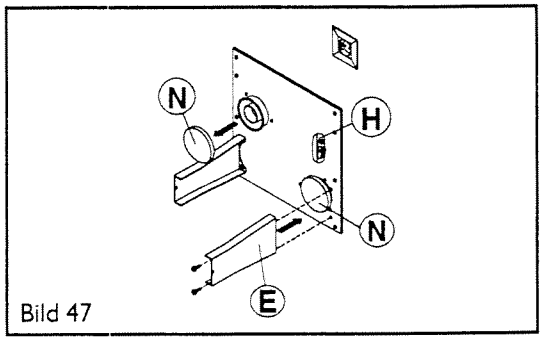
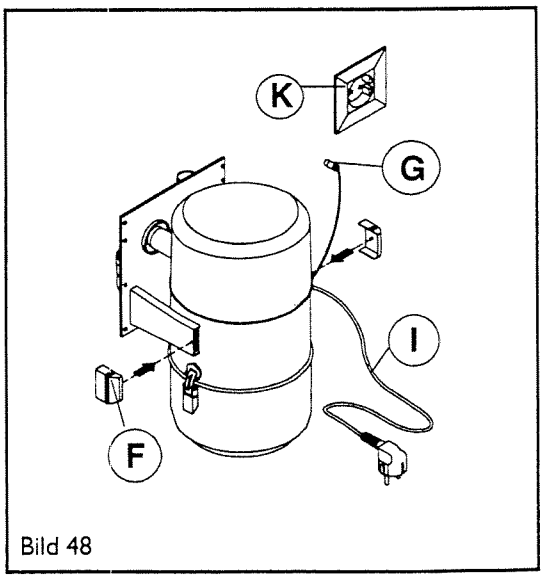

Bild 47
Bild 48
Tragarme (E) an der Montageplatte befestigen (Bild 47). Schrauben fest anziehen und Muffenabdeckungen (N) von der Ansaug- und Ausblasmuffe abnehmen.
Die Zentraleinheit mit den Halterungen (F) am Ende der Tragarme endgültig arretieren (s. Bild 48).
An der Zentraleinheit (Bild 48) wird noch Stecker der Niederspannungs-Steuerleitung (G) mit dem Anschluss der Wandmontageplatte (H, Bild 47) verbunden sowie das Netzkabel (I) in die Steckdose (K) gesteckt. Nun die Funktion der Zentraleinheit prüfen: (Bild 47) Falls die Zentraleinheit keinen gesonderten Test-Schalter besitzt, kann die Funktion des Staubsaugers überprüft werden, indem der Startstromkreis des Staubsaugers am Niederspannungsstecker (G) mit einem Metalldraht kurzgeschlossen wird.